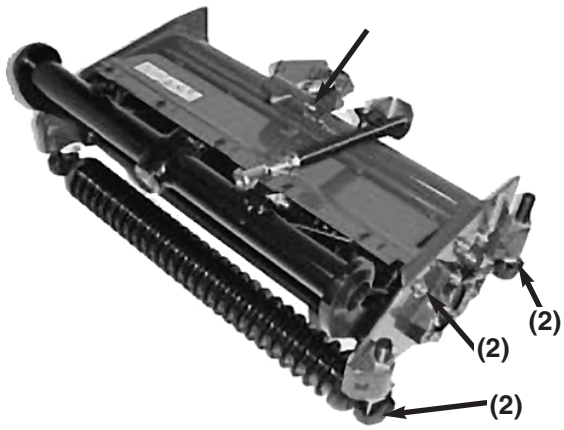

Afbeelding 20
Elke maai-eenheid is voorzien van (7) smeerpunten (Afb. 20) die regelmatig gesmeerd moeten worden met Nr. 2 smeervet voor algemene doeleinden op lithiumbasis.